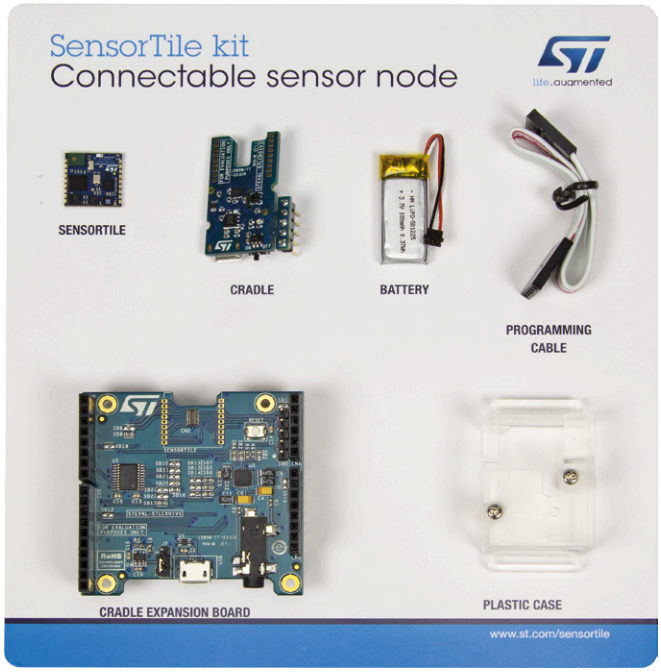

Bild 4. Das SensorTile-Kit mit all seinen Bestandteilen.
STMicroelectronics (ST) hat neuerdings ein sehr interessantes Kit namens SensorTile [4] auf den Markt gebracht, dessen Preis bei etwa 80 € liegt (**Bild 4**). Im Fokus steht das münzgroße Sensortile, das auf einem STM32L476-Mikrocontroller (M4F, 80 MHz, 1 MB Flash) basiert und einen BlueNRG-MS für die BLE-Kommunikation enthält. Es verfügt über ein Mikrofon, ein Barometer und einen Beschleunigungssensor, ein Gyroskop